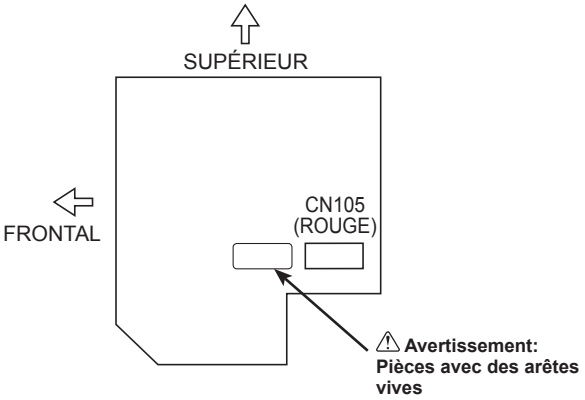

Fig. 6-6
7. Raccorder correctement le code électrique au connecteur CN105 (ROUGE) du panneau du contrôleur intérieur. (Fig. 6-6)